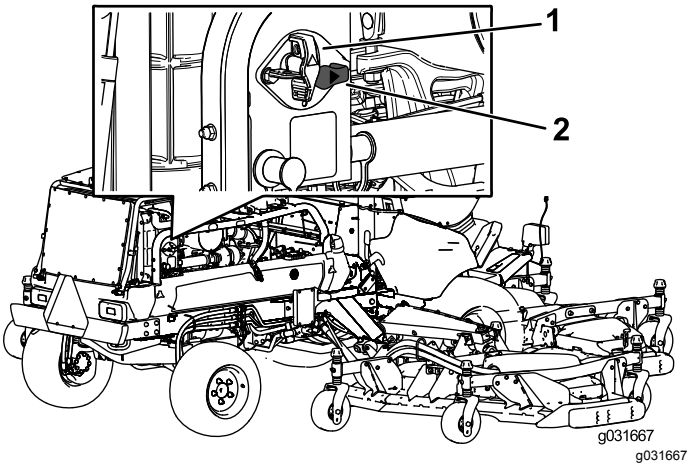

Figur 63
- Du kan aktivere maskinen elektrisk ved å rotere batterifrakoblingsbryteren med urviseren til PÅ-stillingen (Figur 63).
- Du kan deaktivere maskinen elektrisk ved å rotere batterifrakoblingsbryteren mot urviseren til AV-stillingen (Figur 63).